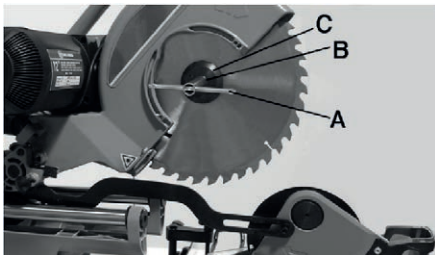

Fig. 15 Visser la lame de scie
5. Dévissez la vis de fixation de la lame(B)avec la clé (A) (Fig. 15) dans le sens horaire et enlevez la bride de serrage (C).